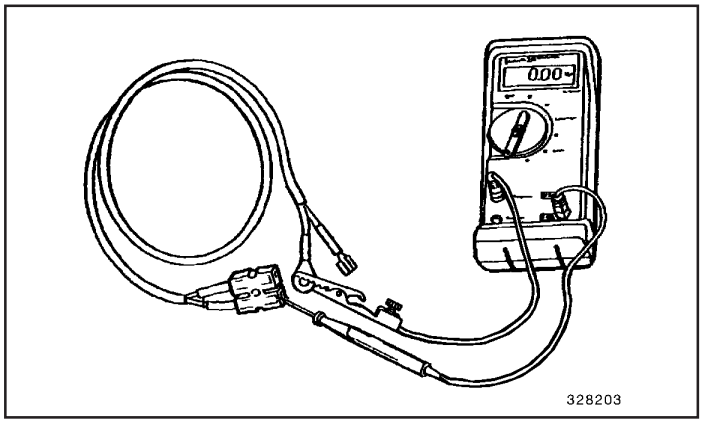

Fig.4
2. Verificação com um multímetro (Fig. 4)